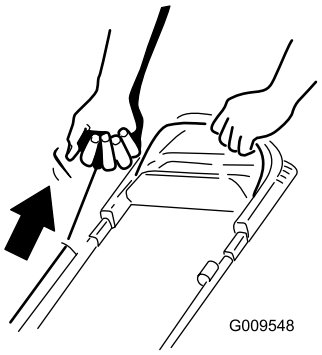

Figur 18
2. Træk i tilbageslagsstarterhåndtaget (Figur 18).
Bemærk: Når du trækker i tilbageslagsstarthåndtaget, skal du trække let i det, indtil du mærker modstand, og derefter trække hårdt i det (Figur 18). Lad snoren vende langsomt tilbage til håndtaget.